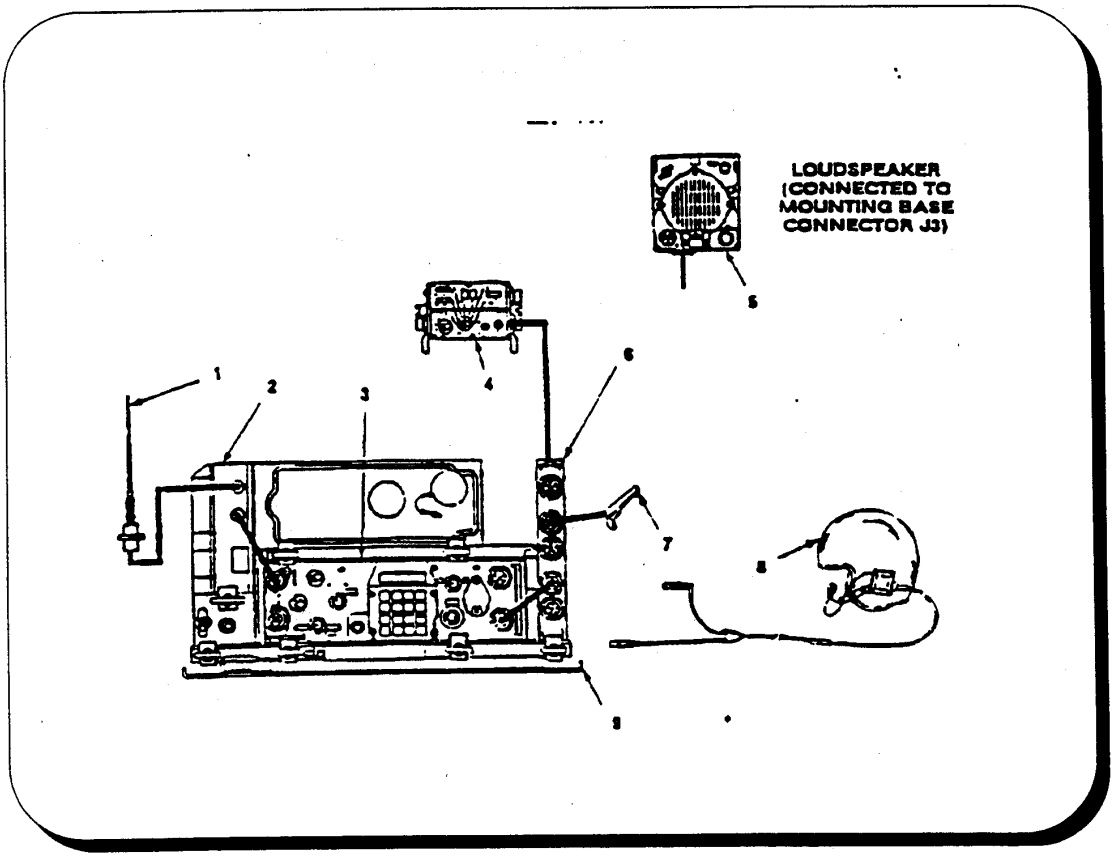

Figure 7. AN/VRC-90A
e. AN/VRC-90A. The AN/VRC-90A is similar to the ANNRC-87 A. But a power amplifier has been added to make the AN/VRC-90A capable of long range communications. The AN/VRC-90A is the vehicular mounted. long range, secure voice. VHF communications configuration. See Figure 7. It is comprised of:
(1) AS-3900
(2) AM-7238/VRC
(3) RT-1523(C)/U
(4) C-11291A/VRC
(5) LS-671 /U
(6) AM-7239/VRC
(7) H-250
(8) CVC Helmet
(9) MT-6352